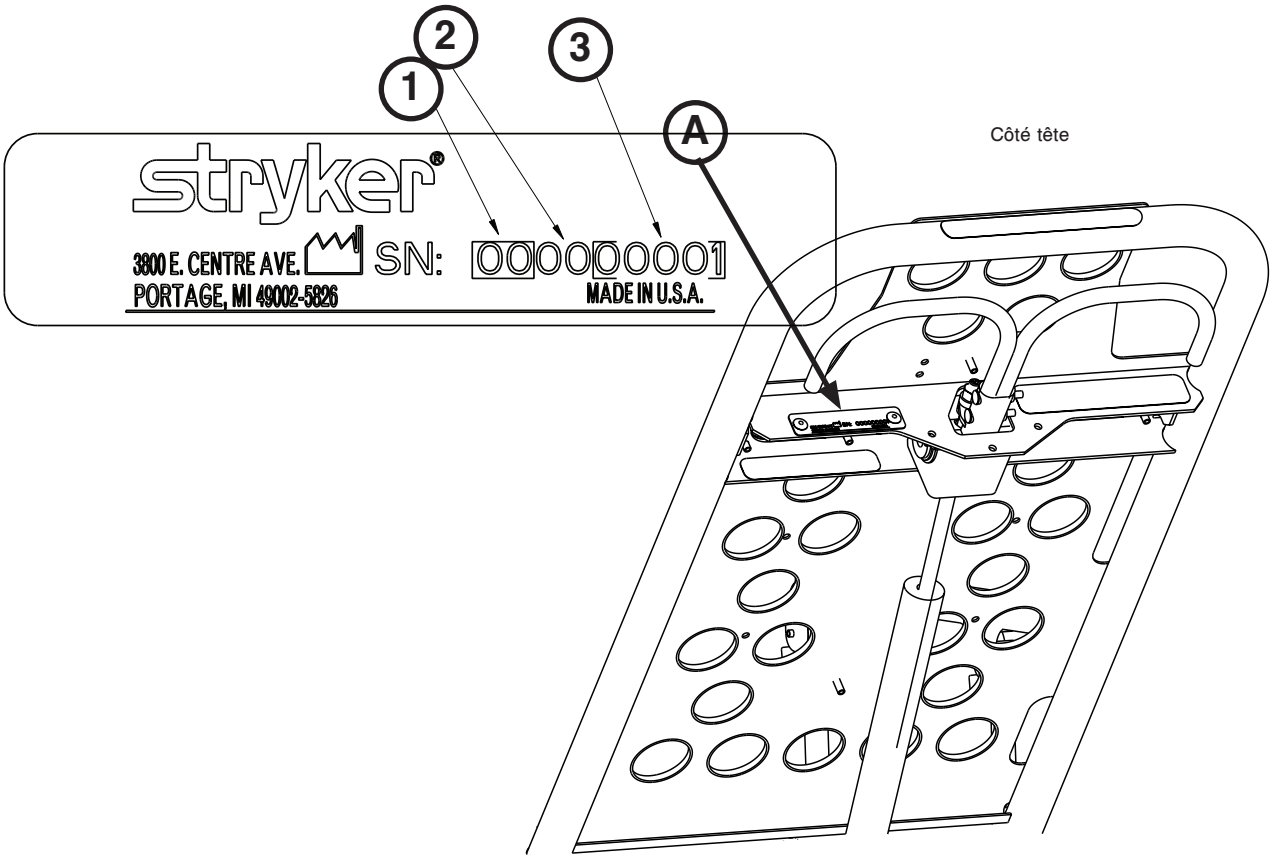

Figure 1
Se munir du numéro de série (A) du produit Stryker (comme le montre la Figure 1) avant d'appeler le service clientèle ou le support technique de Stryker. Inclure le numéro de série dans toutes les communications écrites.
Voir la figure 1 et les indications ci-dessous pour plus d'informations sur le numéro de série :